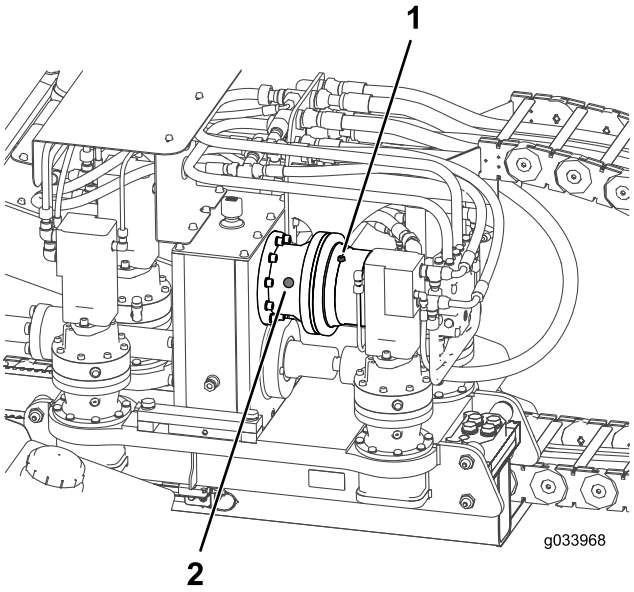

Figure 134
2. Contrôlez le niveau d'huile dans le regard sur le train planétaire de moteur rotatif (Figure 134).
3. Si le niveau d'huile est bas, retirez le bouchon de contrôle du niveau d'huile (Figure 134).